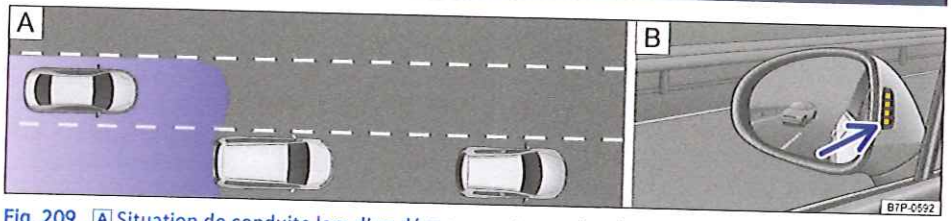
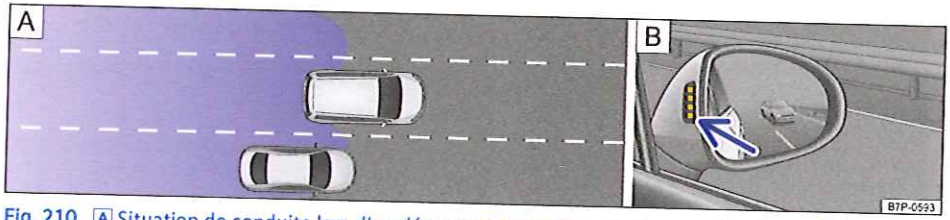

Fig. 209 [A] Situation de conduite lors d'un dépassement avec circulation à l'arrière [B] Signal optique dans le rétroviseur extérieur gauche
Fig. 210 [A] Situation de conduite lors d'un dépassement et d'un rabattement du véhicule [B] Signal optique dans le rétroviseur extérieur droit
Dans les situations de conduite suivantes, un voyant s'allume dans le rétroviseur extérieur → fig. 209 [B] (flèche) ou → fig. 210 [B] (flèche) :
- Lorsqu'un autre véhicule vous dépasse → fig. 209 [A].
- Lorsque vous dépassez un véhicule → fig. 210 [A] avec une différence de vitesse maximale d'environ 15 km/h (9 mph). Le voyant ne s'allume pas lorsque le dépassement s'effectue très rapidement.